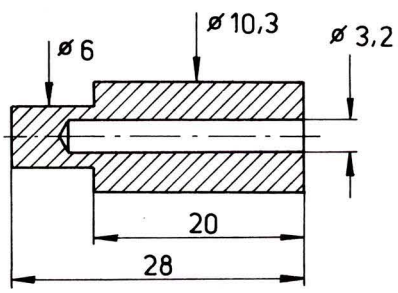

Bild 9
– Durch den Bogen des Fräserflugkreises am hinteren Ende des Prismas geht ebenfalls verfügbare Länge verloren. Für die Herstellung von 14 Augplatten würde ich deshalb einen Messing-Rohling nach Bild 9 drehen. Die Bohrung von 3,2 mm Durchmesser wird dabei gleich mit eingebohrt.